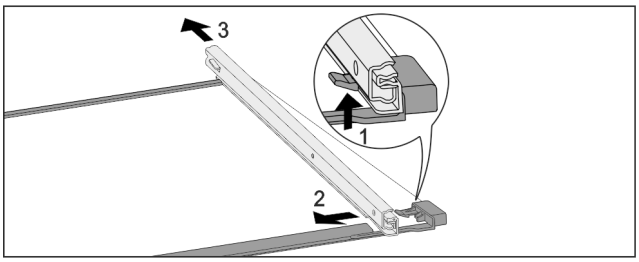

Fig. 205 Glass shelf with rails
▶ Push up front click-in hooks. *Fig. 205 (1)*
▶ Move the pull-out rails to the side *Fig. 205 (2)* and to the rear *Fig. 205 (3)*.